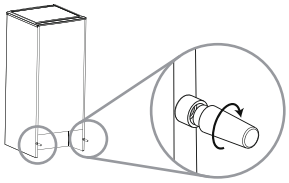

Fig.2
**2** Le cas échéant, installer l'entretoise murale au centre au dos de l'appareil. (fig.2)